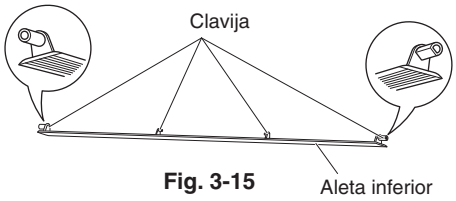
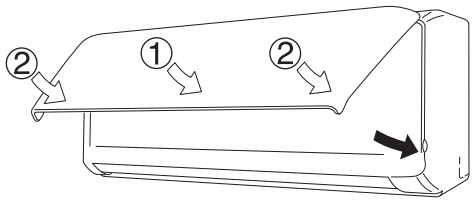

Fig. 3-15
Fig. 3-18
(5) Vuelva a montar la aleta inferior. (Al volver a montar la aleta, no puede girarse en posición inversa porque los pasadores que se encuentran a izquierda y derecha de la aleta tienen una forma diferente. (Fig. 3-15))
(6) Inserte la parte superior del filtro anti moho y fije la parte inferior del filtro con los salientes de la unidad.
(7) Al cerrar el panel delantero, empuje primero la parte central del panel delantero y, a continuación, presione las esquinas inferior izquierda y derecha en su sitio hasta que escuche un sonido de clic. (Fig. 3-18)